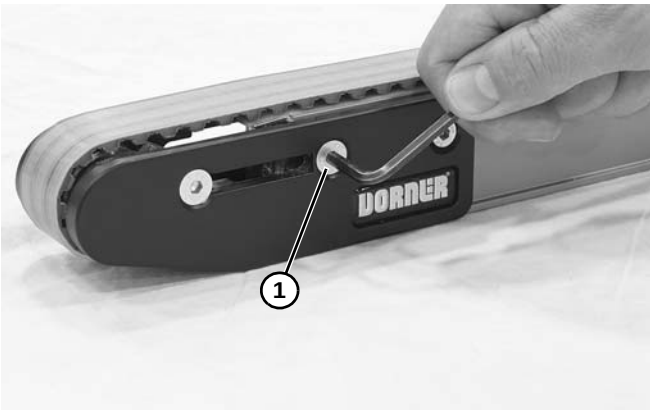

Figure 48
1. Retirer la vis **(Figure 48, élément 1)** des deux côtés du convoyeur.